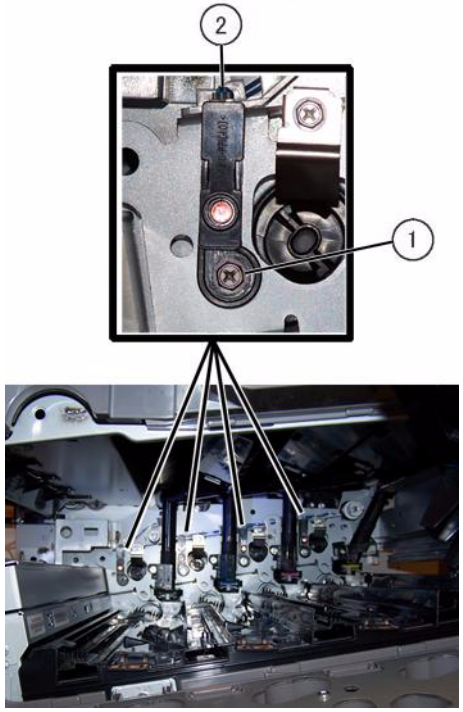

Figure 5 Erase Lamps
6. Remove the appropriate Erase Lamp (Y, M, C, K) (Figure 5).